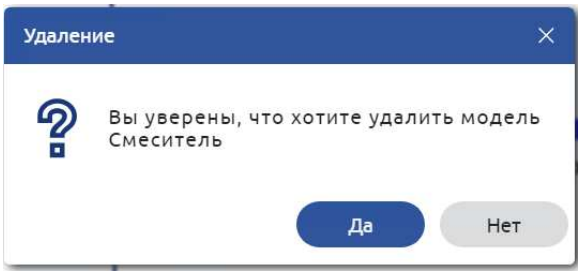

Рисунок 21. Подтверждение удаления модели
2. Во всплывающем окне подтвердить удаление модели (Рисунок 21).